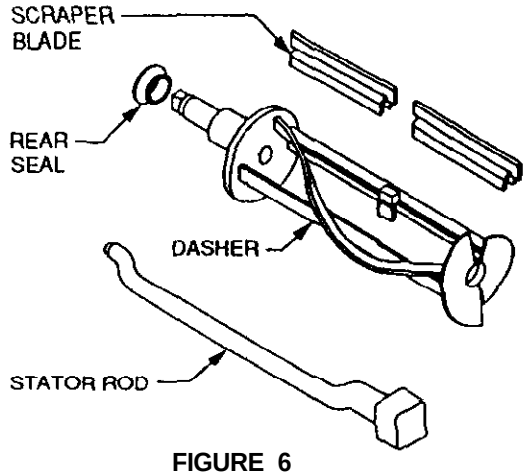

FIGURE 6
7. Remove dasher assembly, stator rod and rear seal. Be careful not to damage the scraper blades. (See Figure 6)
2. Place the rear seal on the rear of the dasher with the plastic piece against the dasher rear plate and the rubber piece pointing towards the back of the machine. (Figure 6) (SEE PAGES 36 & 37 FOR DASHER PARTS).